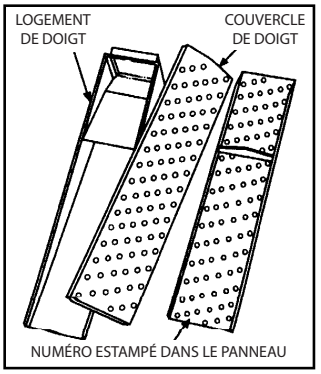

Figure 3
3. Assembler les doigts comme illustré aux **Figures 3 et 4**.